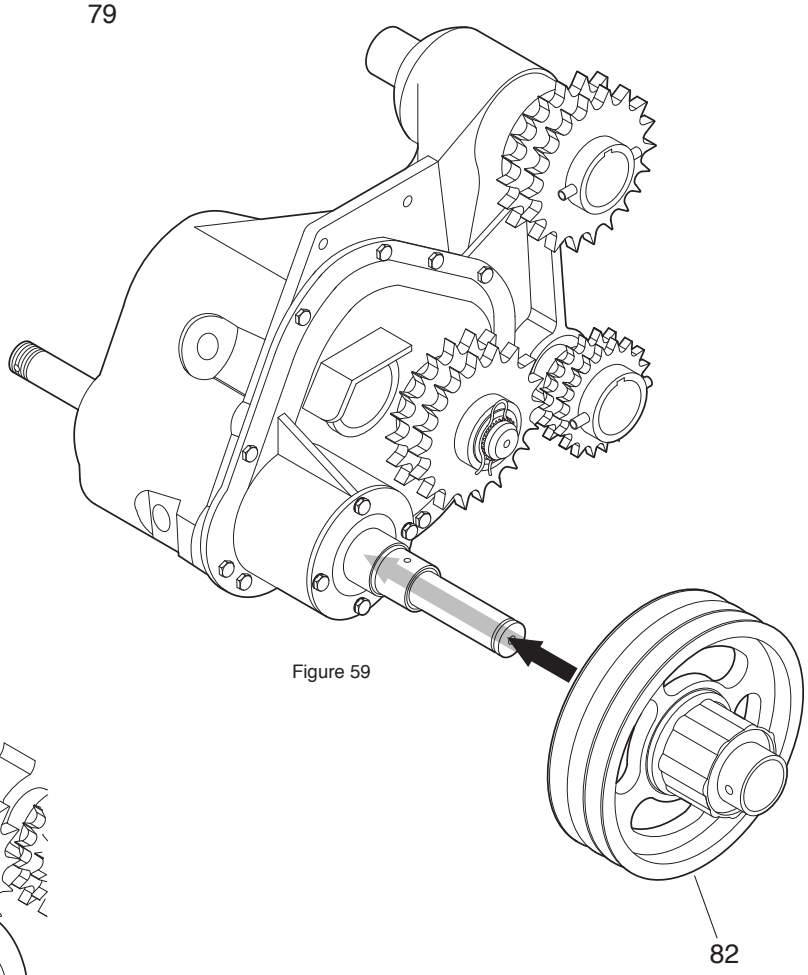

Figure 59
Slide the sheave assembly (item 82) on the shaft as shown in figure 59.